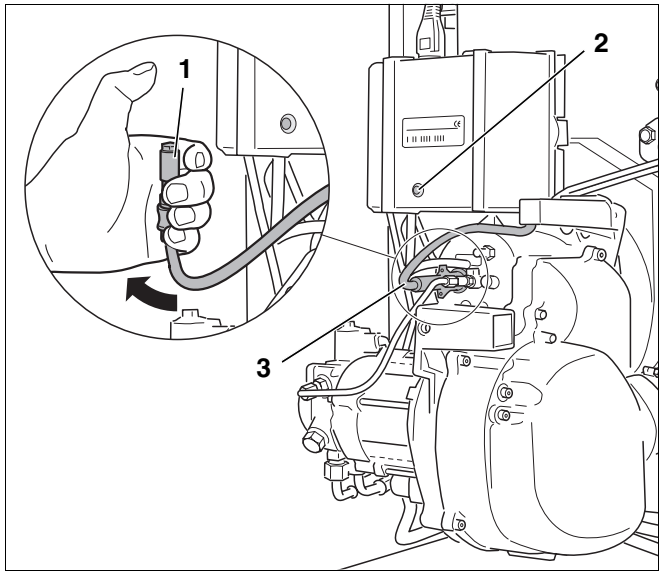

Rys. 25 Sprawdzenie prawidłowego działania czujnika płomienia
- Przy działającym palniku wyjąć czujnik płomienia za uchwyt (rys. 25, **poz. 3**).
- Przytrzymać czujnik płomienia, poddając go działaniu światła (rys. 25, **poz. 1**). Po ponownym rozruchu powinno nastąpić wyłączenie awaryjne.
- Odczekać ok. 30 sekund i odblokować automat palnikowy, naciskając przycisk odkłócający (rys. 25, **poz. 2**).